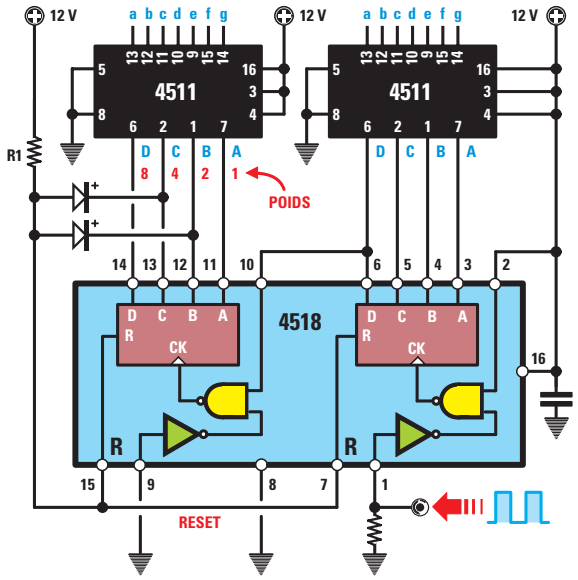

Figure 265 : Si nous montons uns diode sur la broche 12 de Poids 2 et une sur la broche 13 de Poids 4, le compteur compte jusqu'à 6 puis repart de 0.
Pour obtenir cela, il suffit de monter sur les broches de sortie 12 et 13 du second compteur, situé à l'intérieur du 4518 (figure 265), deux diodes ayant leur cathode K vers les broches 12 et 13 et leur anode A vers les broches de reset 7 et 15, alimentées par R1. Jusqu'au nombre 5, ce sera toujours une des diodes reliées aux broches 12 et 13 qui court-circuitera à la masse (à travers les sorties du compteur) la tension positive fournie par R1 et donc, sur les broches de reset 7 et 15 du compteur 4518, nous aurons toujours un niveau logique bas (0).